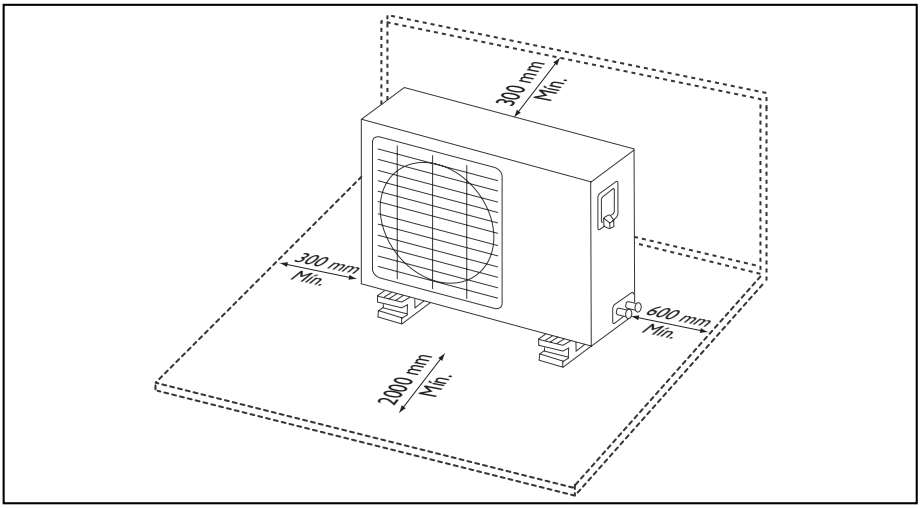

FIGURA 2 - ESPAÇAMENTOS
* As distâncias mínimas e os espaços recomendados, veja a figura 2.